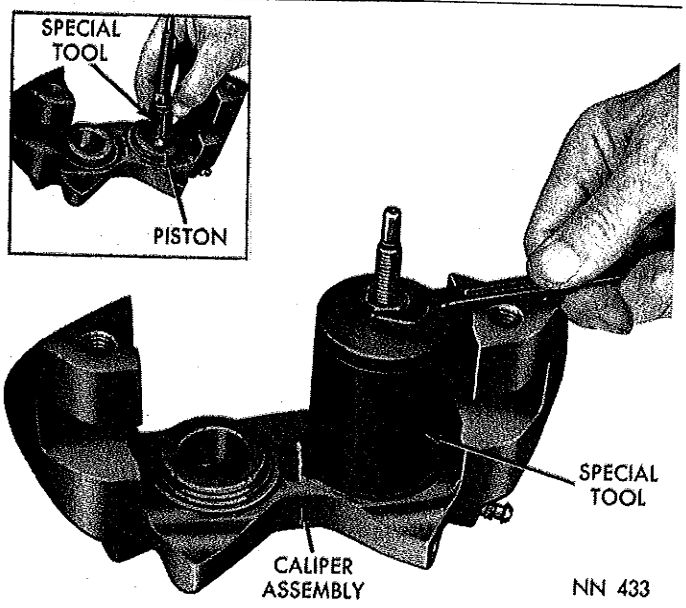

*Fig. 13—Removing Pistons from Caliper*
(6) Using Tool C-3999, remove each of pistons (Fig. 13). **Care must be used so as not to scratch, burr or otherwise damage piston on outside diameter.** To do so effects sealing qualities of piston. Draw piston straight out of its bore. If a piston becomes cocked, removal is more difficult and piston or bore may be damaged.